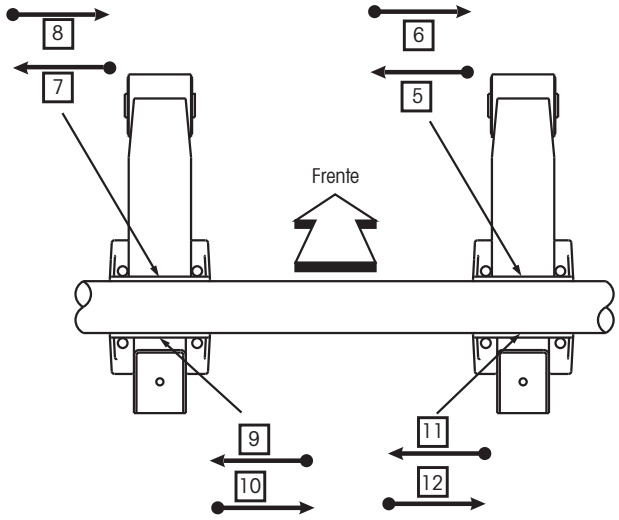

Figura 36. Secuencia de segunda y tercera pasadas de soldadura
2. Continúe con la segunda y tercera pasada de soldadura después de las cuatro pasadas iniciales (Figura 36).